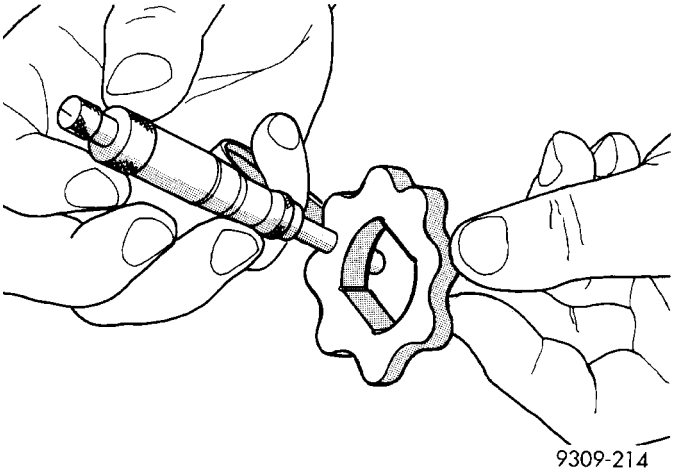

Fig. 101 Measuring Inner Rotor Thickness
(4) If inner rotor measures 9.40 mm (0.370 in.) or less replace inner rotor (Fig. 101).